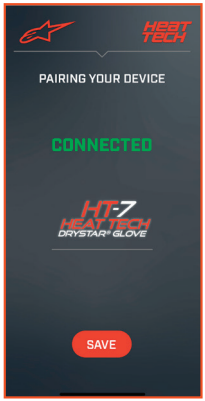

AFBEELDING 2
f. Zodra de HT-7 HEAT TECH Drystar® Handschoenen gekoppeld zijn, verschijnt op het scherm van de smartphone de aanduiding "verbonden" (zie App afbeelding 2).